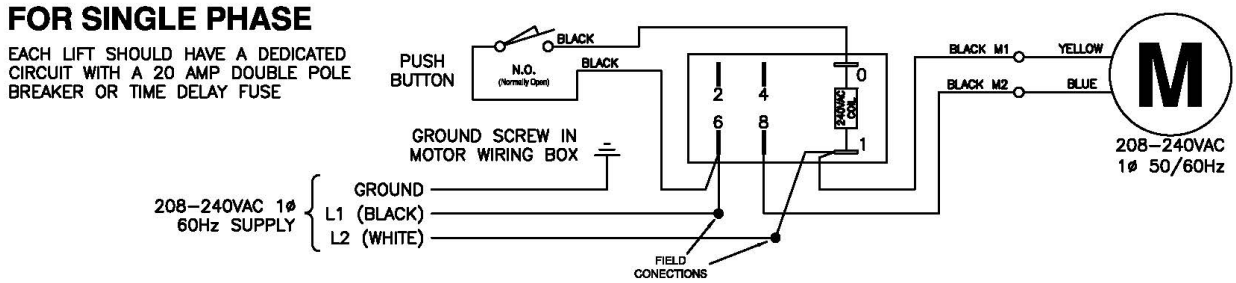

Fig 22 – NON-STANDARD 230V WIRING DIAGRAM
37) Connect the power unit to a suitable electrical power source. The standard power unit is 115-volt 50/60 Hz single phase requiring a dedicated single throw circuit breaker to operate lift at full capacity. For 230V power unit, refer to **Fig 22**.